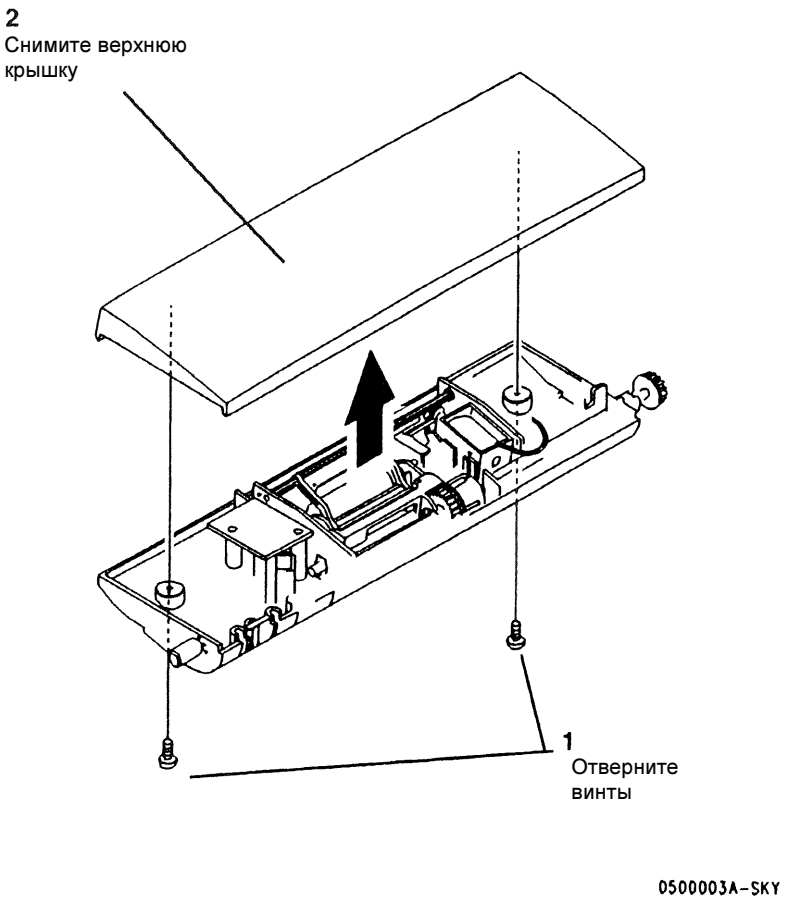

Рисунок 3 Снятие верхней крышки
3. (Рисунок 3): Снятие верхней крышки